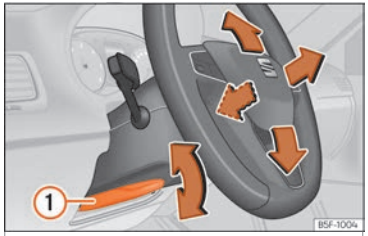

Fig. 24 Lever in the lower left side of the steering column.
• Adjusting the position of the steering wheel: pull the ››› Fig. 24 (1) lever down, move the steering wheel to the desired position and lift the lever back up until it locks.